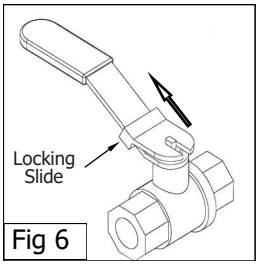

Fig 6
a. Lift the locking slide on valve handle (Fig 6) to release the valve.
c. When the valve is closed, the locking slide will drop down over the locking valve to prevent accidental opening of the valve, as shown in Fig.6.